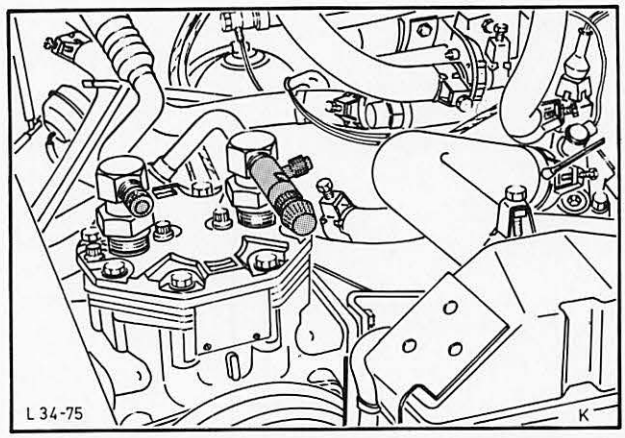

Abb. 41 Kältemittel über Druckventil am Kompressor langsam ablassen
2. Kältemittel über Druckventil am Kompressor langsam ablassen, Abb. 41. **Sicherheitsbestimmungen bei Arbeiten an der Klima-Anlage beachten** (siehe Allgemeintext).